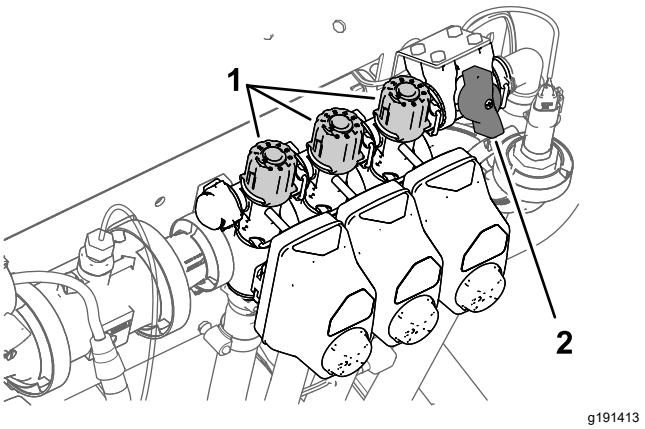

Figura 27
2. Desactive el interruptor de la sección izquierda y ajuste el mando de desvío de la sección (Figura 27) hasta que el caudal indicado coincida con el valor anterior, según la tabla.
4. Ajuste el mando de desvío de la sección derecha (Figura 27) hasta que el caudal indicado coincida con el valor anterior, según la tabla.
6. Ajuste el mando de desvío de la sección central (Figura 27) hasta que el caudal indicado coincida con el valor anterior, según la tabla.